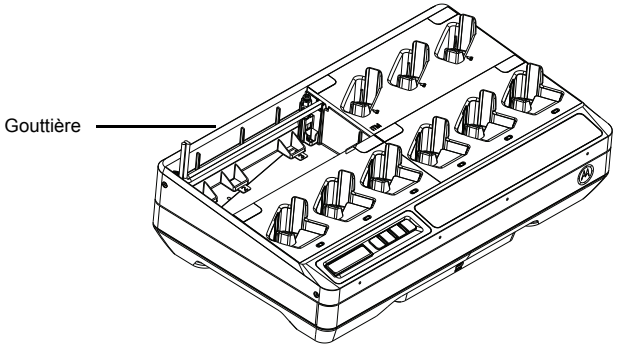

Figure 14 : gouttière destinée aux câbles
5. Vous pouvez acheminer le ou les câbles du compartiment de droite vers celui de gauche à travers une gouttière, ou inversement (reportez-vous à la Figure 14).